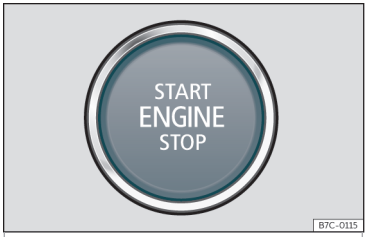

Fig. 134 Pulsador de arranque.
- Presione el pulsador de arranque ››› **fig. 134** sin pisar el acelerador. Para que el motor arranque debe haber una llave válida en el vehículo. Tras arrancar el motor la iluminación del pulsador START ENGINE STOP se mantiene fija indicando que el motor esta arrancado[1].
- Presione brevemente el pulsador de arranque››› **fig. 134** .
Al acceder al vehículo el pulsador de arranque››› **fig. 134** parpadea para llamar la atención sobre él.